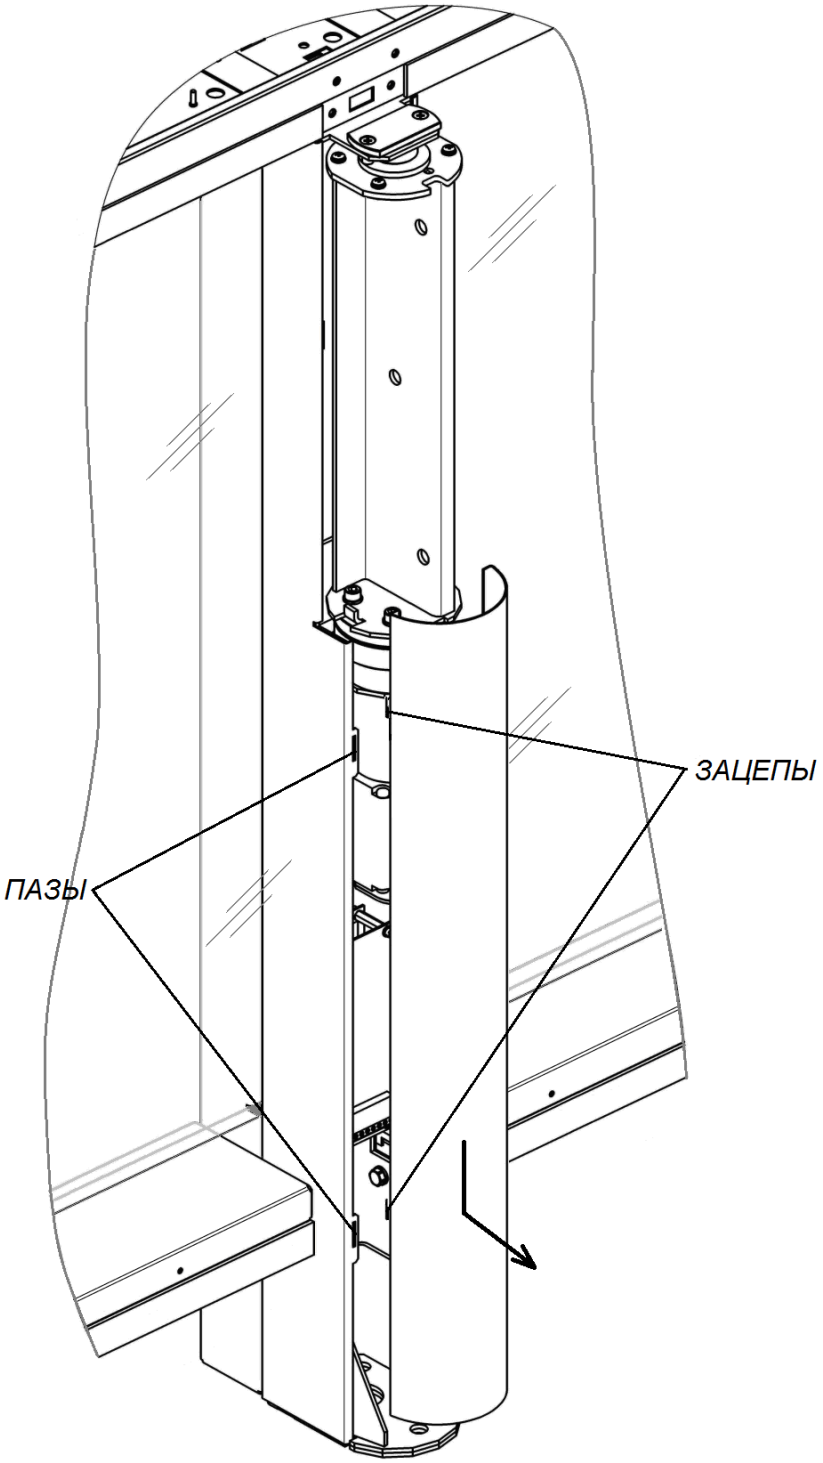

Рисунок 20. Снятие кожуха центральной стойки
Для снятия кожуха центральной стойки (5) – сдвиньте кожух вдоль стойки вниз и на себя, выводя зацепы кожуха из пазов в центральной стойке (см. рис. 20).